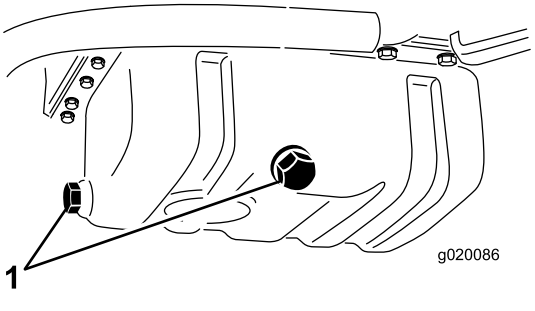

**Figur 53**
2. Ta bort en av avtappningspluggarna (Figur 53) och låt oljan rinna ned i ett avtappningskärl. Sätt på avtappningspluggen igen när oljan har slutat att rinna.